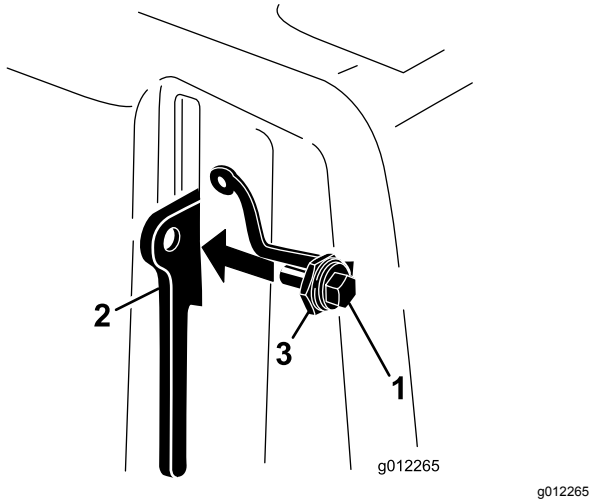

Figuur 10
3. Draai de bout in de handgreep van de vergrendeling (Figuur 10).